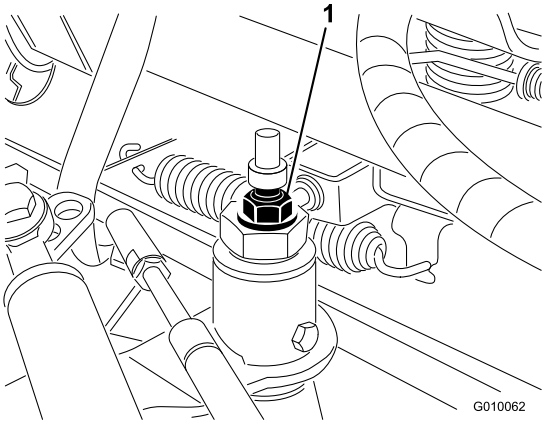

Figur 54
3. Løsn låsemøtrikken på traktionsjusteringsknasten (Figur 54).